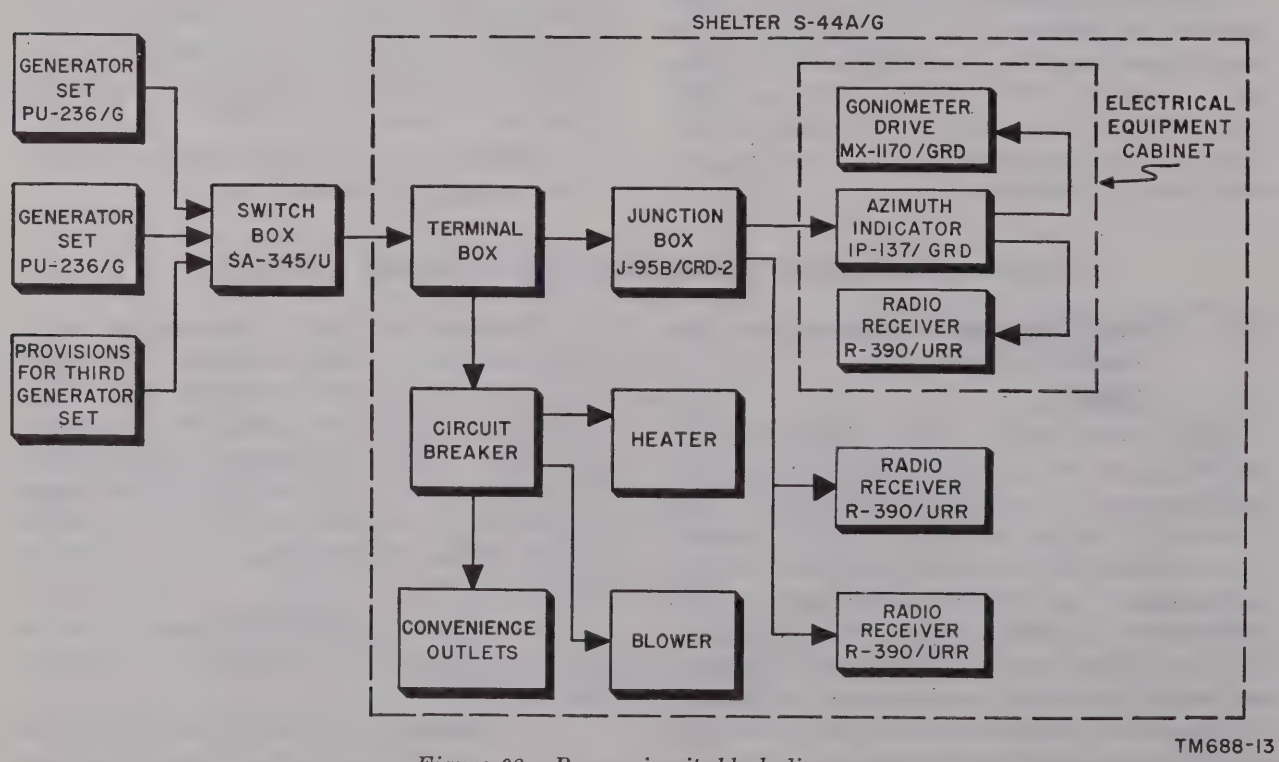

Figure 92. Power circuit, block diagram.
158. Block Diagram of Ac Power Distribution (fig. 92)
The power required for the operation of Direction Finder Set AN/TRD–4A can be obtained from any available 115-volt ±10 per cent, 47- to 63-cps, single-phase, 5,000-watt power source. Figure 92 is a block diagram of the power control circuits. Any one of three available generators may be selected by Switch Box SA–345/U which is mounted near the power units. Electrical Power Cable CX–2380/U connects the power from the switch box to a terminal box inside the shelter. Two branch circuits distribute the power from the terminal box. One circuit distributes power through the circuit breaker to the convenience outlets, the blower, and the heater. The other circuit distributes power through Junction Box J–95B/CRD–2 to the electrical equipment cabinet, the communication receiver, and the intercept receiver.
a. The 115-volt ac power required to operate Direction Finder Set AN/TRD–4A comes from one of three power sources (fig. 92) connected to Switch Box SA–345/U. A selector switch located on the front panel of the switch box connects the selected power source to the direction finder set.